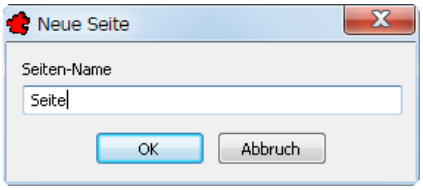

Bild 27.58 – Benennen der neuen Seite
- Die Dialogbox *Neue Seite* erscheint. Geben Sie einen eindeutigen Namen ein, z. B. **Seite** (Abb. 27.58).